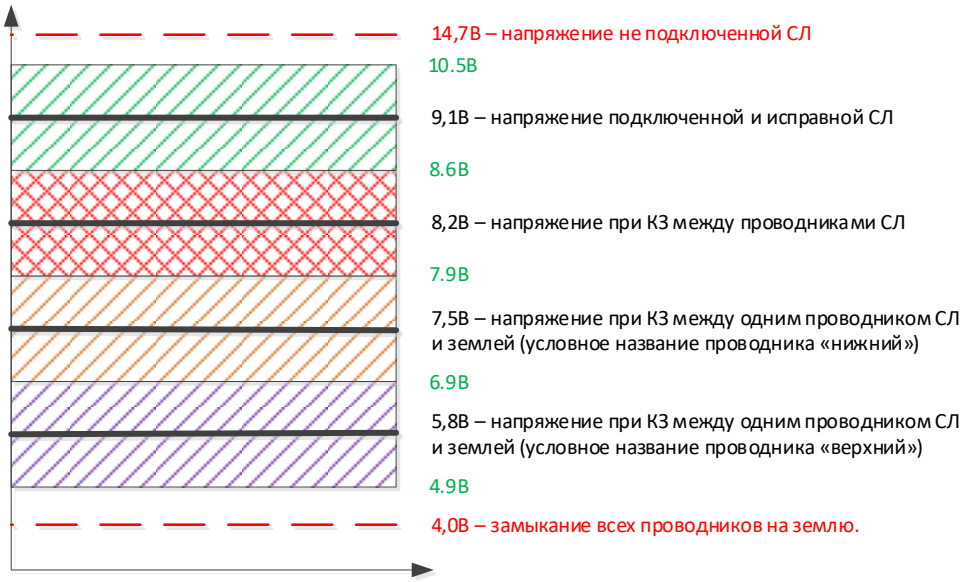

Рис. 14
6.5.3. Длина СЛ на объекте может быть любой и зависит от выполненного проекта. Поэтому после монтажа системы на объекте необходимо выполнить измерения полученного значения напряжения на СЛ. Для выполнения измерения необходимо перейти на страницу настроек СЛ. В поле «Текущее U на СЛ» в течение 10 сек будут выполнены измерения и выведено полученное значение. В зависимости от полученного значения напряжения принимается решение о правильности выполненного монтажа. На рис. 14 изображены пороги напряжений при исправной СЛ и возможных неисправностях. Если после монтажа выявлена любая из возможных неисправностей СЛ, то необходимо устранить ее, и только после этого продолжить настройку.